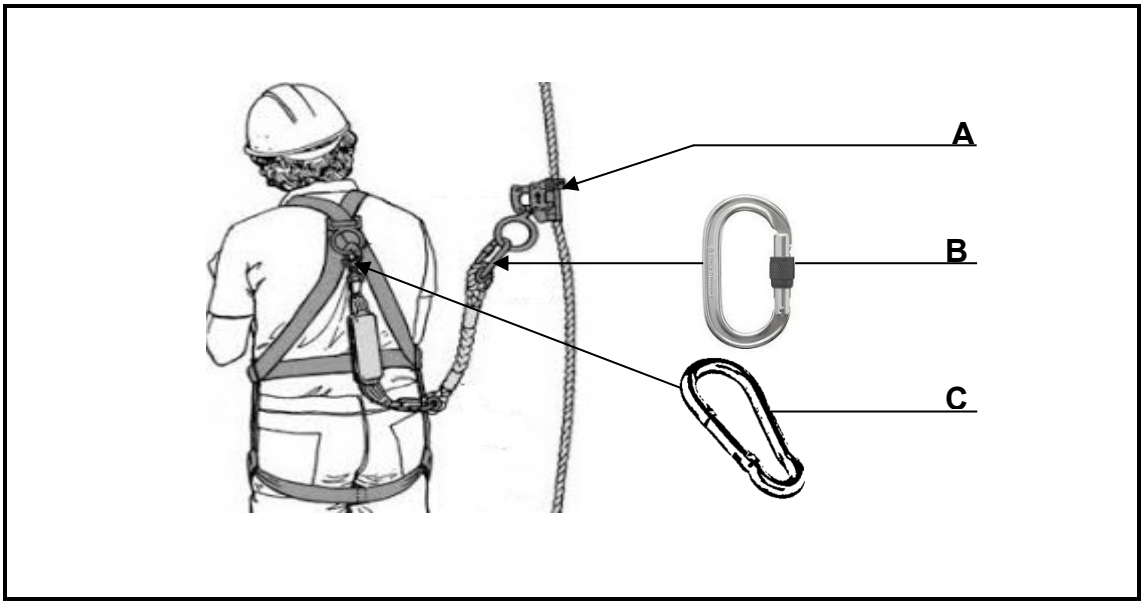

FIGURE 3.3
Identify parts **A** to **C** in the safety harness appliances in FIGURE 3.3. (3 x 1) (3)
3.4 Name TWO safety methods for manholes when the covers have to be removed. (2 x 1) (2)